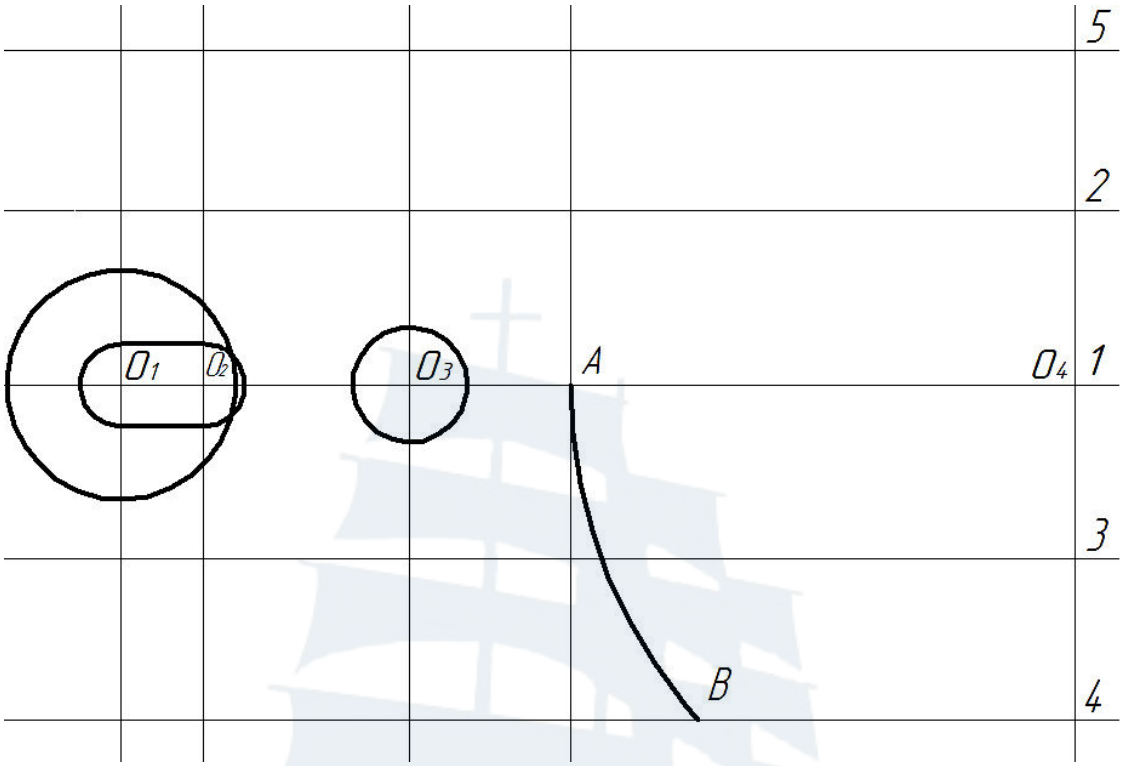

Рис. 124
10. Построить дугу радиусом **110** мм из центра **O_4** (рис. 124).